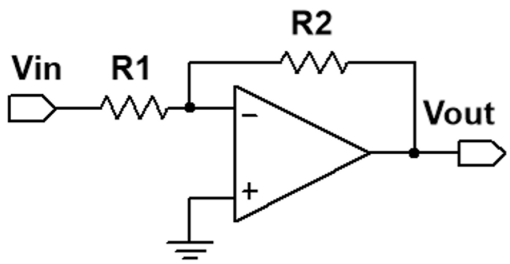

FIGURE 20. Op amp inverting amplifier
A.1. **Inverting Op Amp Amplifier Configuration with Compensation.** In lab 7, we explicitly and carefully derived the finite gain calculation for the inverting amplifier seen in Fig. 20. Here we basically redo this calculation line for line, except now the op amp open-loop gain is just a function of frequency, $G(\omega)$ (Eq. A.3), instead of constant.